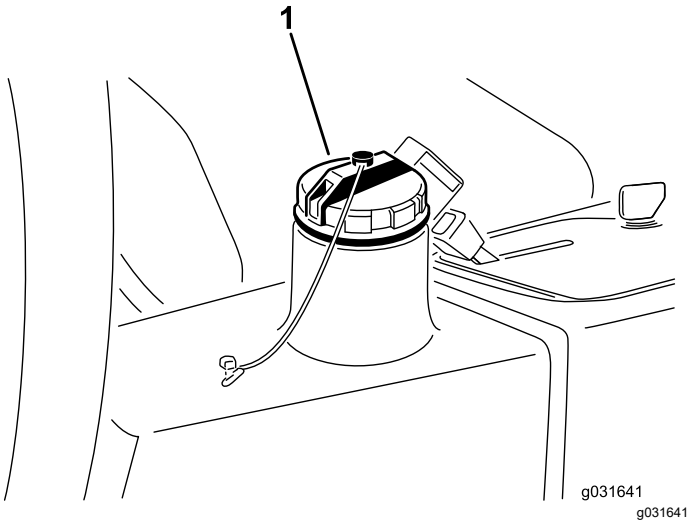

Figura 65
2. Limpe a zona em redor do tubo de enchimento e da tampa do depósito hidráulico (Figura 65).
3. Retire a tampa do reservatório hidráulico (Figura 65).